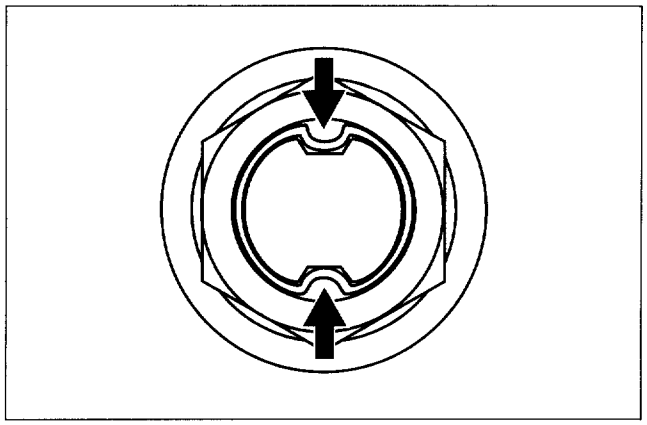

Figure 32. Lock Nut
- Stake nut by chisel (figure 32).